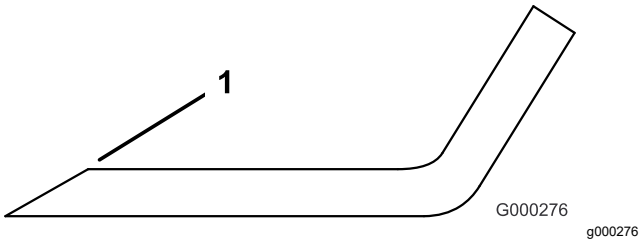

Figur 132
3. Kontrollera samtliga knivseggar och vässa dem om de är slöa eller har fått hack (Figur 132).
Obs: Slipa endast knivseggens översta del och behåll den ursprungliga skärvinkeln för bästa skärpa (Figur 132). Kniven förblir balanserad om lika mycket metall avlägsnas från båda eggarna.